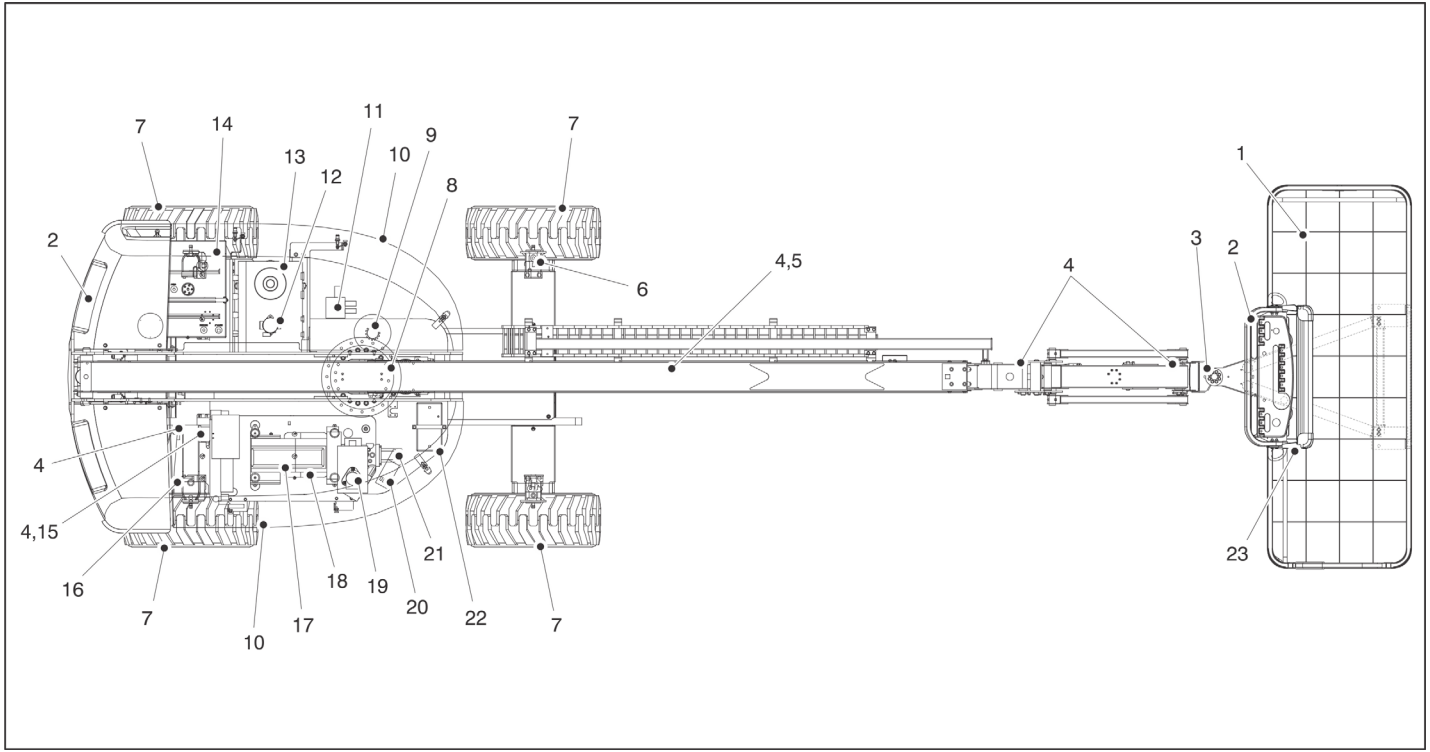

Figure 2-2. Ronde d'inspection quotidienne - Fiche 1 de 3
4. **Ronde d'inspection** – Voir de la Figure 2-2. à la Figure 2-4.